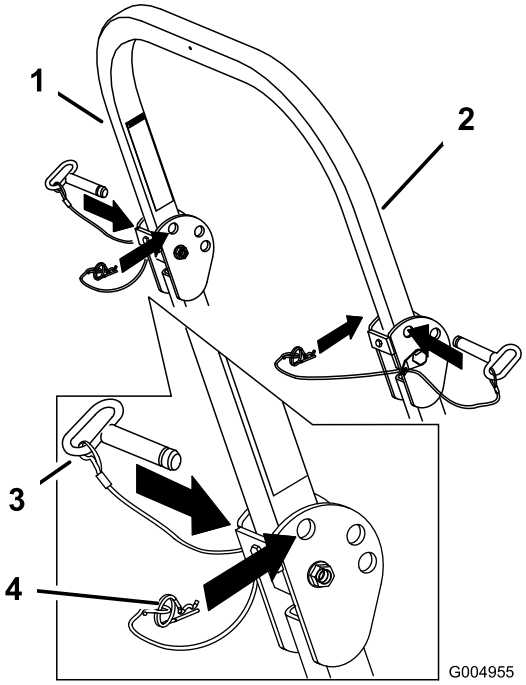

Figur 9
1. Fjern splitterne, og afmonter de to pinde (Figur 9).
3. Monter de to pinde, og fastgør dem med splitterne (Figur 9).
4. Fjern splitterne og de to pinde for at hæve styrtbøjlen (Figur 9).
5. Hæv styrtbøjlen til oprejst position, og monter de to pinde, og fastgør dem med splitterne (Figur 9).